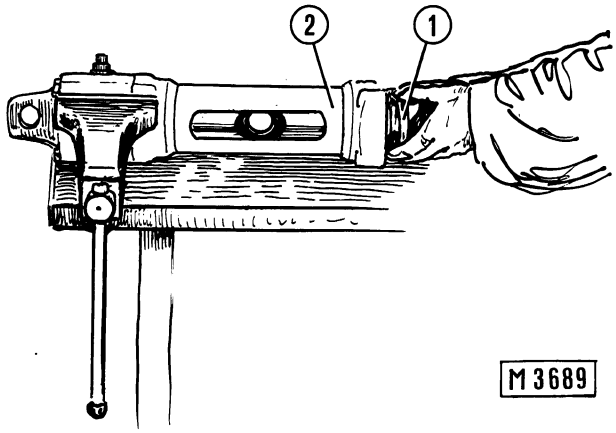

Fig. 15-36 - Removing piston rod from tilt cylinder.
Take off piston rod (1) as shown in fig. 15-36.
Double-acting hydraulic cylinder (fig. 15-36).